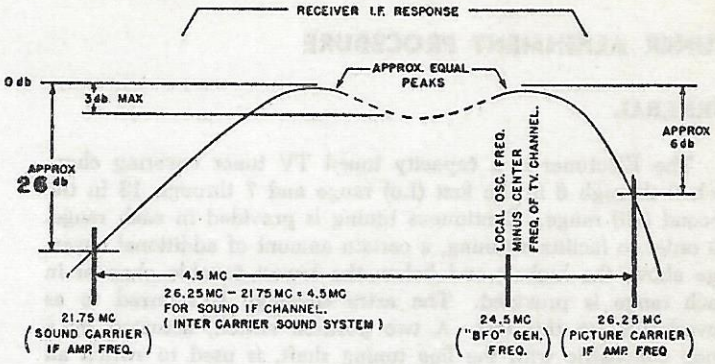

Fig. 12. I-F amplifier response
5. Check the i-f amplifier frequency response by tuning the signal generator from 21 mc through 26.25 mc and observing the change in d-c voltage at the electronic voltmeter. If the signal generator output is set for an electronic voltmeter reading of 1.5 volts at the peak i-f amplifier response, the d-c voltage should not drop below one volt between the two peaks normally obtained with this i-f amplifier. If the response is unsatisfactory, repeat the procedure or try slight modifications of the recommended settings to obtain the desired response. Avoid resonating the coils with the iron core at the bottom end of the coil form. (Adjustment screw near limit of its travel). If a sweep type signal generator and oscilliscope is available the problem of making the final adjustments will be much easier. Check the two carrier i-f responses, 21.75 mc and 26.25 mc. The 21.75 mc response should not be less than 22 db below the peak response (Approx. 0.15 volt) and the 26.25 mc response will fall approximately 6 db below the peak (Approx. 0.4 volt). Refer to Fig. 12.